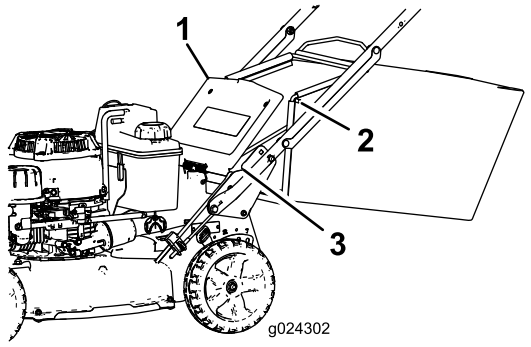

Figur 17
2. Höj och håll upp den bakre luckan (Figur 17).
4. Montera uppsamlarstångändarna i skårorna längst ned på handtaget och gunga uppsamlaren fram och tillbaka för att se till att stångändarna sitter längst ned i de två skårorna (Figur 17).
3. Ta bort gräsuppsamlarens stång från skårorna längst ned på handtaget (Figur 17).